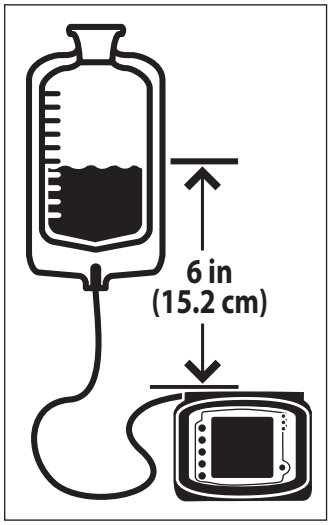

Figura 4B. Livello corretto del liquido.
4. **Mantenere la sacca del set pompa in sospensione, di modo che la parte superiore del volume iniziale della formula sia a 15,24 cm (6 poll.) al di sopra della pompa (Figura 4B).**
7. **La parte superiore del volume iniziale della formula nutrizionale 15,24 cm (6 poll.) deve essere al di sopra della pompa (Figura 4B).**